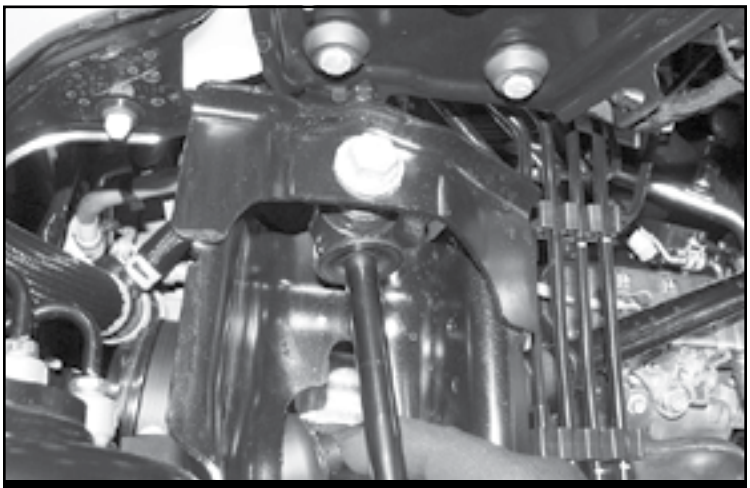

FIGURE 21 - STEP 19
19. **(Upper Shock Mount)** Install FTS6354 (Stealth), FTS811422 (Dirt Logic) or FTS801422 (Dirt Logic Resi) shock using the factory hardware. **NOTE: The shock will need to be installed so the shock spaces out away from the vehicle.** Torque to 100 ft-lbs. **SEE FIGURE 21**